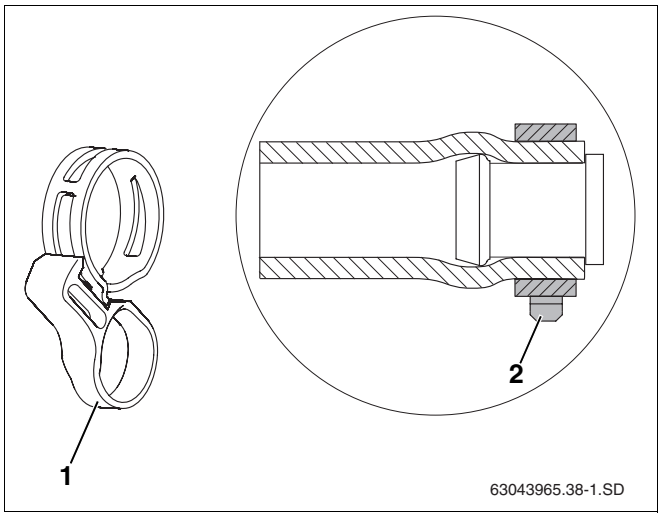

Abb. 17 Federbandschelle mit Sicherungsring und im montiertem Zustand am vormontierten Blindstopfen
- Die korrekte Position der Federbanschelle (Abb. 17, **Pos. 2**) ist unbedingt vor dem Abziehen des Sicherungsringes (Abb. 17, **Pos. 1**) zu gewährleisten. Ein nachträgliches Lösen mit Zangen kann die Spannkraft beeinträchtigen.